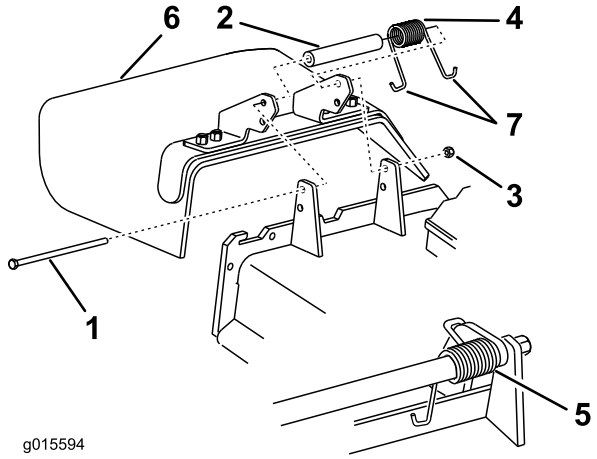

Figura 61
1. Retire la contratuerca, el perno, el muelle y el espaciador que sujetan el deflector a los soportes de pivote (Figura 61). Retire el deflector de hierba dañado o desgastado.
Nota: Asegúrese de colocar un extremo en **J** del muelle detrás del reborde de la carcasa antes de instalar el perno, según se muestra en Figura 61.
3. Instale el perno y la tuerca. Coloque un extremo en **J** del muelle alrededor del deflector de hierba (Figura 61).